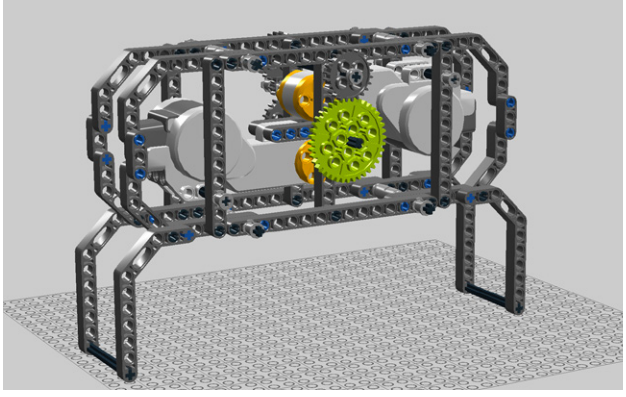

Figure 4-39. *Step 34: Adding the 40-tooth gear*
34. Add the drilled out 40-tooth gear. Make sure it rotates freely, then mesh it with the top gear as shown in Figure 4-39.